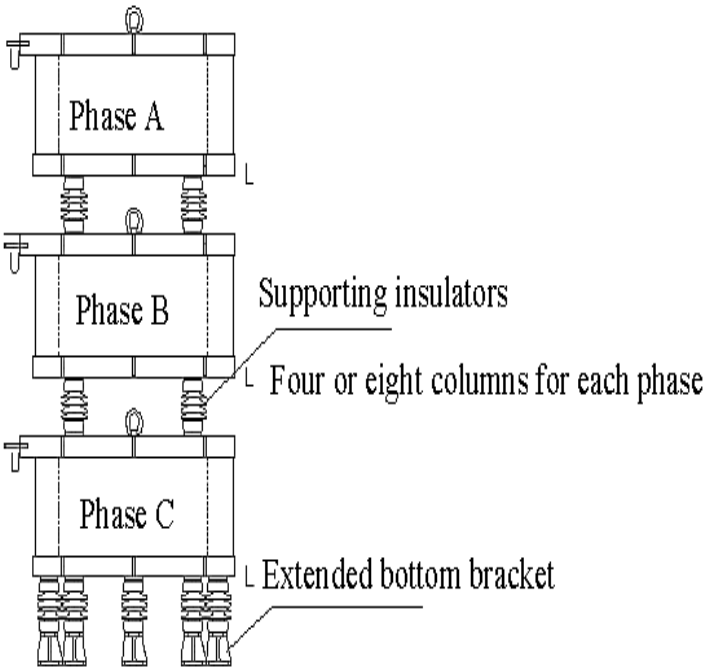

Figure 4: Structure Diagram for Three-phase Reactors in Vertical Arrangement
14.2.3.2.1- The reactor must be installed with a mounting structure **as shown in Figure 4** according to the drafting drawings and serial numbers.